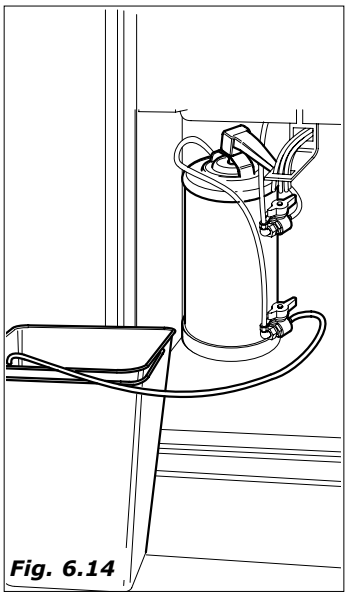

Fig. 6.14
– deixar sair a água até que não saia límpida *(Fig.6.14)*